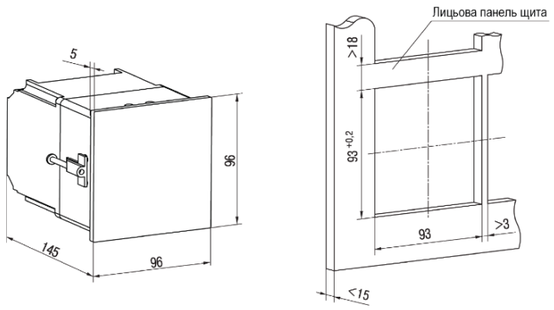

Рисунок 2 – Габаритні розміри корпусу Щ4
1. Підготувати на щиті керування монтажний виріз для встановлення пристрою (див. *рисунок 2*).